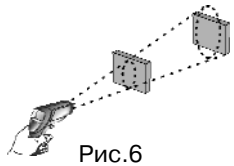
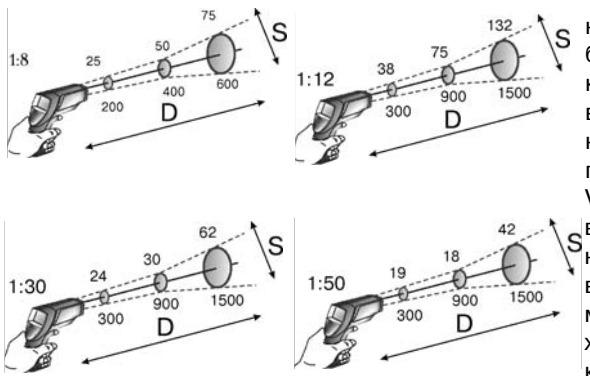

Рис.6
Рис.7
- для точного измерения температуры размеры объекта должны превышать размер пятна контроля прибора (рис.6). Диаграммы полей зрения пирометров приведены на рис. 7.